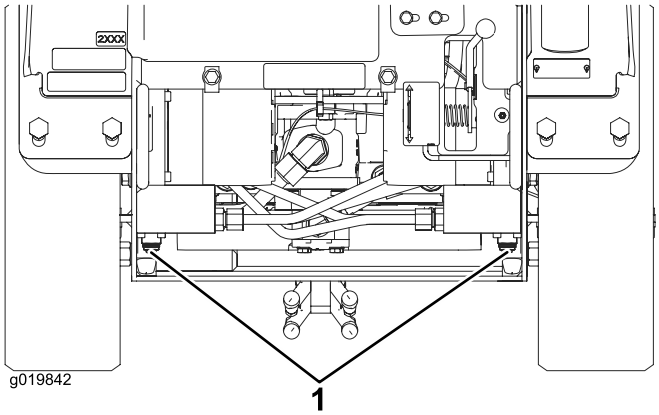

Figur 20
3. Använd en skruvnyckel och vrid bogserventilerna på hydraulmotorerna två varv motsols (Figur 20).